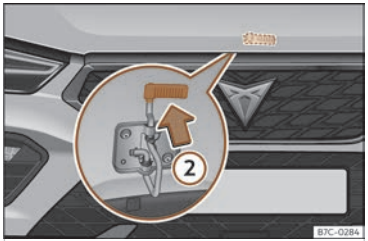

Fig. 199 Palanca bajo el capó.
- Para levantar el capó haga presión hacia arriba sobre la leva situada debajo del capó ››› **fig. 199** ②. El gancho de sujeción queda desbloqueado.